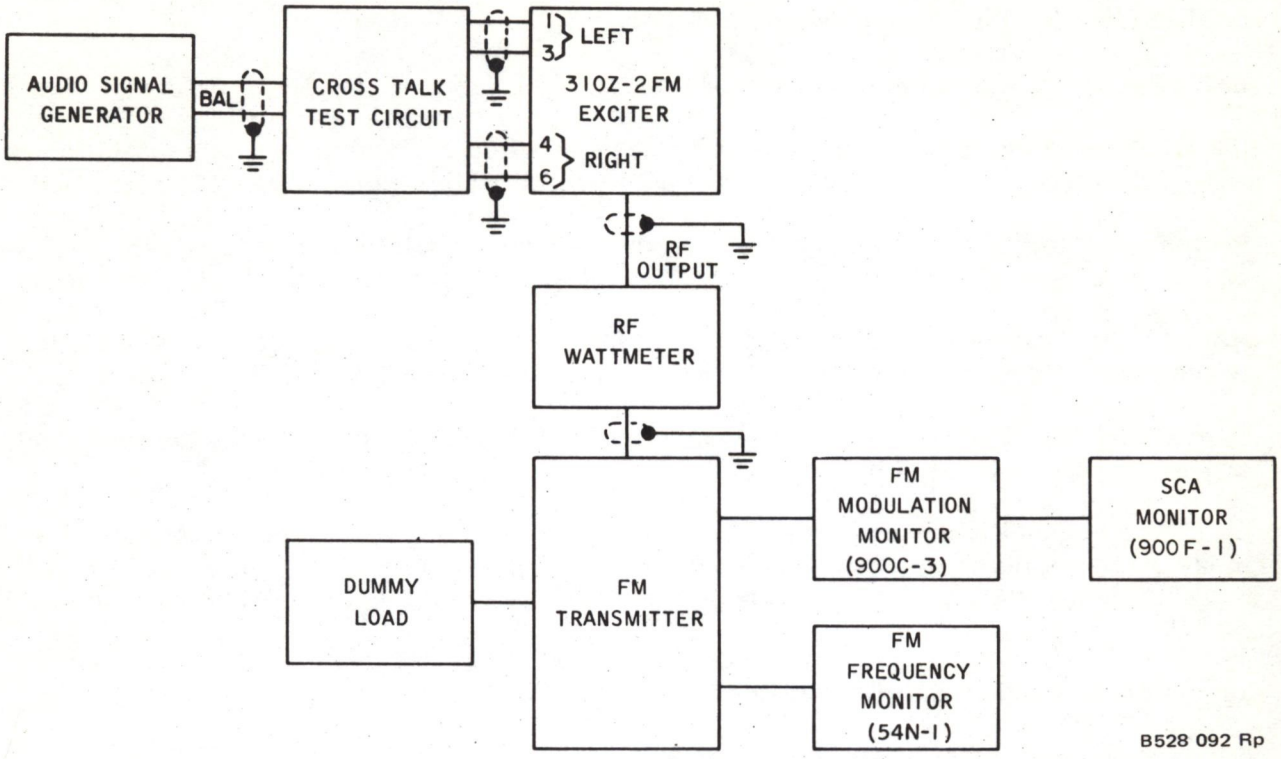
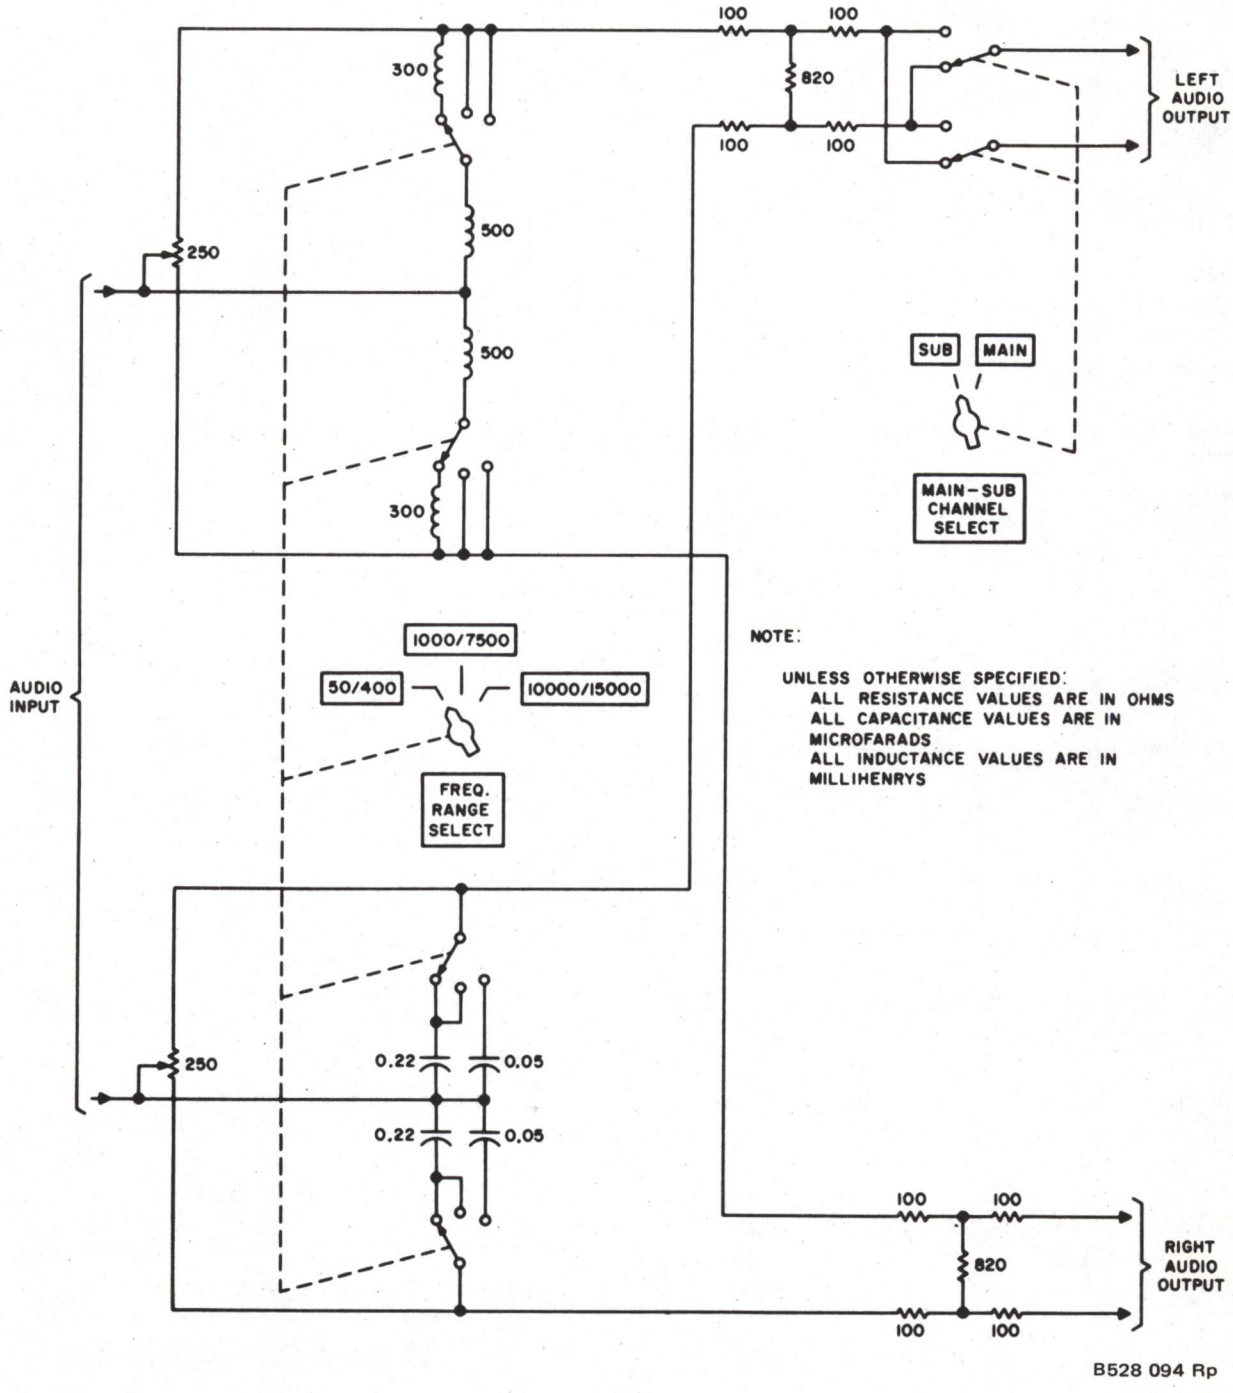

Figure 5-4. Test Equipment Connections to 310Z-2 for Crosstalk Test.
Figure 5-5. Nonlinear Crosstalk Test Circuit, Schematic Diagram.
a. Connect the equipment as shown in figure 5-4. The crosstalk test circuit shown on figure 5-5 must be fabricated for this test.
a. With the test equipment connected as shown in figure 5-4, set the crosstalk test circuit switch to SUB and the FREQ RANGE SELECT switch to 50/400.